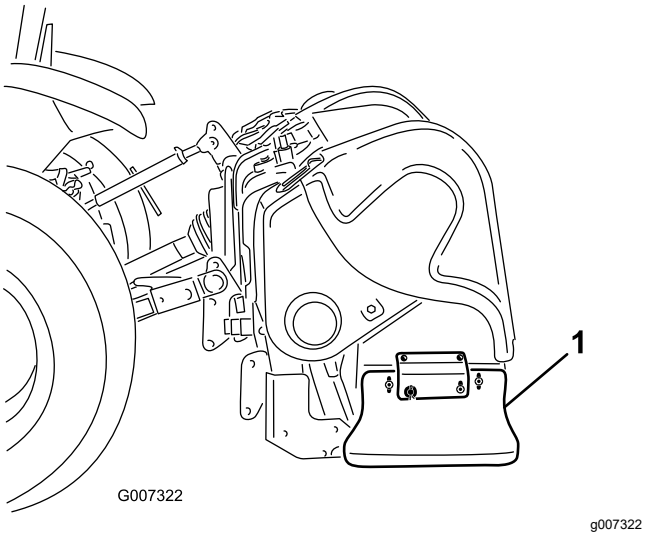

Figura 39
1. Afloje los pernos y tuercas que sujetan el protector lateral al bastidor (Figura 39).